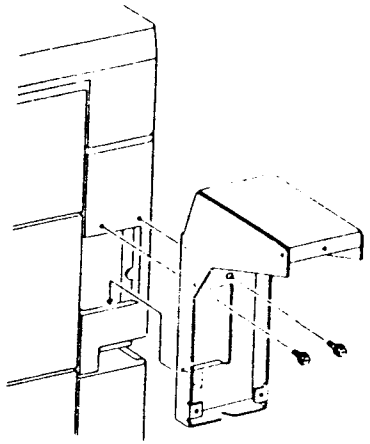

Рис. 3
5. Установите кронштейн из комплекта и закрепите его двумя винтами (рис. 3).